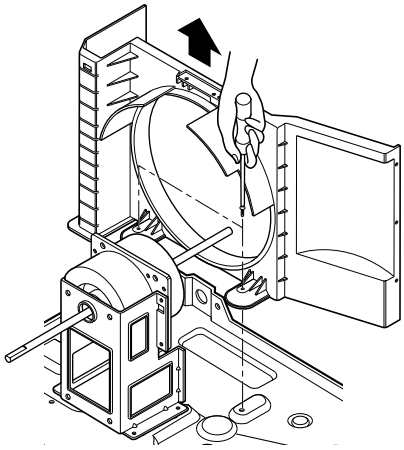

**Figure 8**
3. Remove the shroud. (See Fig. 8)